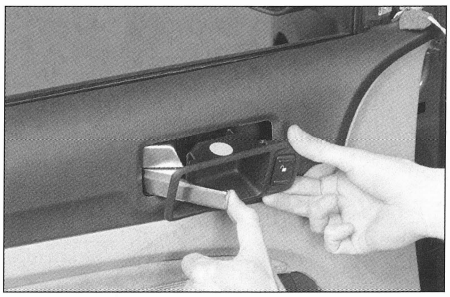

FIG. 52
• Tirar de la empuñadura de apertura y desmontar el marco de empuñadura de apertura interior de puerta **(fig. 52)**.